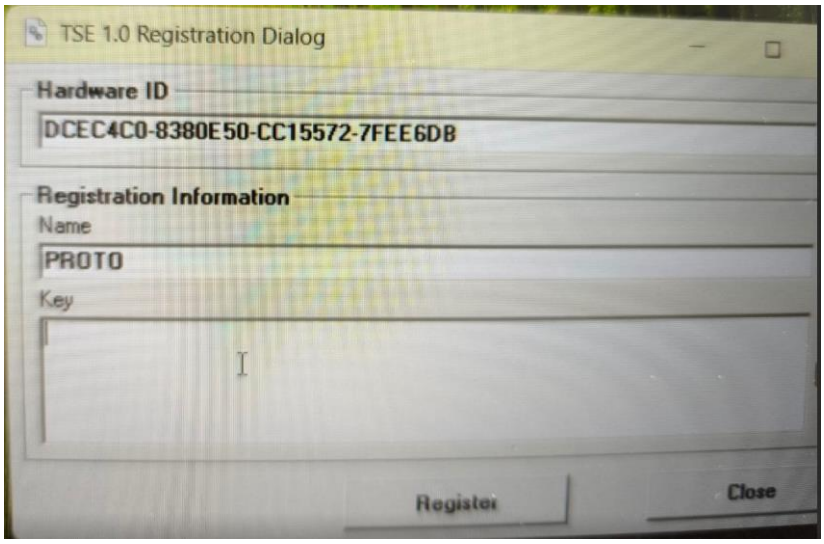

Рисунок 5.1. Окно активации лицензии TSE.
1. При первом запуске TSE откроется окно активации с запросом лицензионного ключа (Рисунок 5.1).